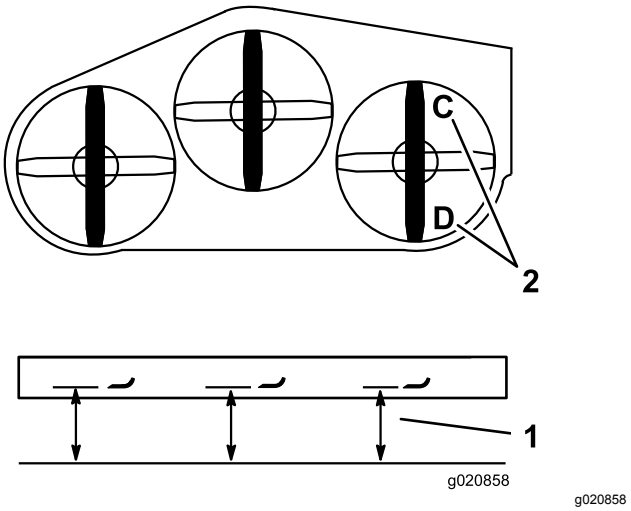

Figur 84
1. Plasser den høyre kniven på langs (Figur 84).
2. Mål den høyre kniven ved **C**-plasseringen, fra en jevn overflate til knivveggen på knivspissen, og noter denne målingen (Figur 84).
3. Mål den høyre kniven ved **D**-plasseringen, fra en jevn overflate til knivveggen på knivspissen, og noter denne målingen (Figur 84).
Merk: Kniven skal være 6–10 mm lavere ved plassering**C** enn ved plassering **D** (Figur 84). Dersom det ikke er korrekt, gå til følgende trinn.